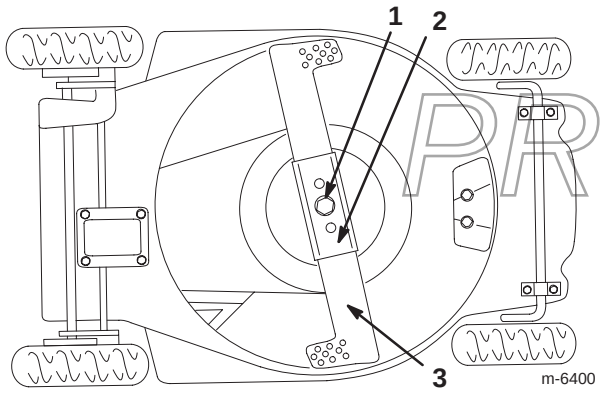

Bild 20
4. Kippen Sie den Rasenmäher auf seine **linke** Seite (Luftfilter hoch) (Bild 20).
2. Entfernen Sie die Messerschraube, Sicherungsscheibe, das Messer und die Messerverstärkung (Bild 20).